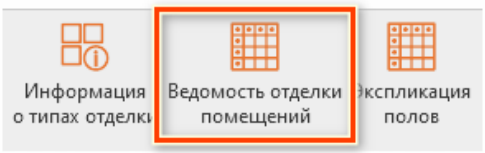

Рисунок 19
4. Запустите плагин *«Ведомость отделки помещений»* с панели *MARKS-AP – Отделка помещений –* см. Рисунок 19.